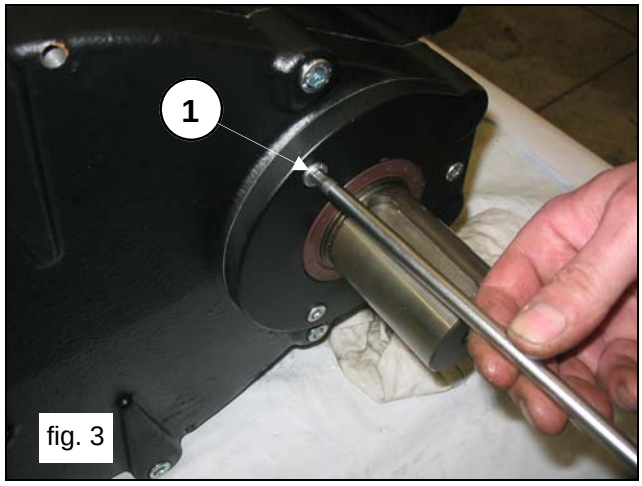

fig. 3
Unscrew the reducer flange fastening screws (pos.①, fig.3) and remove the flange from the shaft.